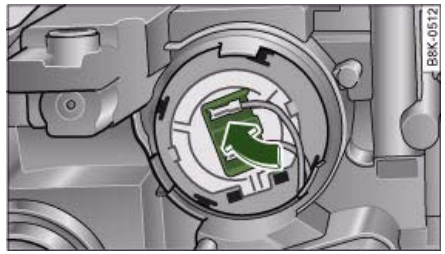

Fig. 293 Fitting bulb for main beam head-lights
– Press the connector in the direction of the arrow ⇒ fig. 293 until the bulb engages.